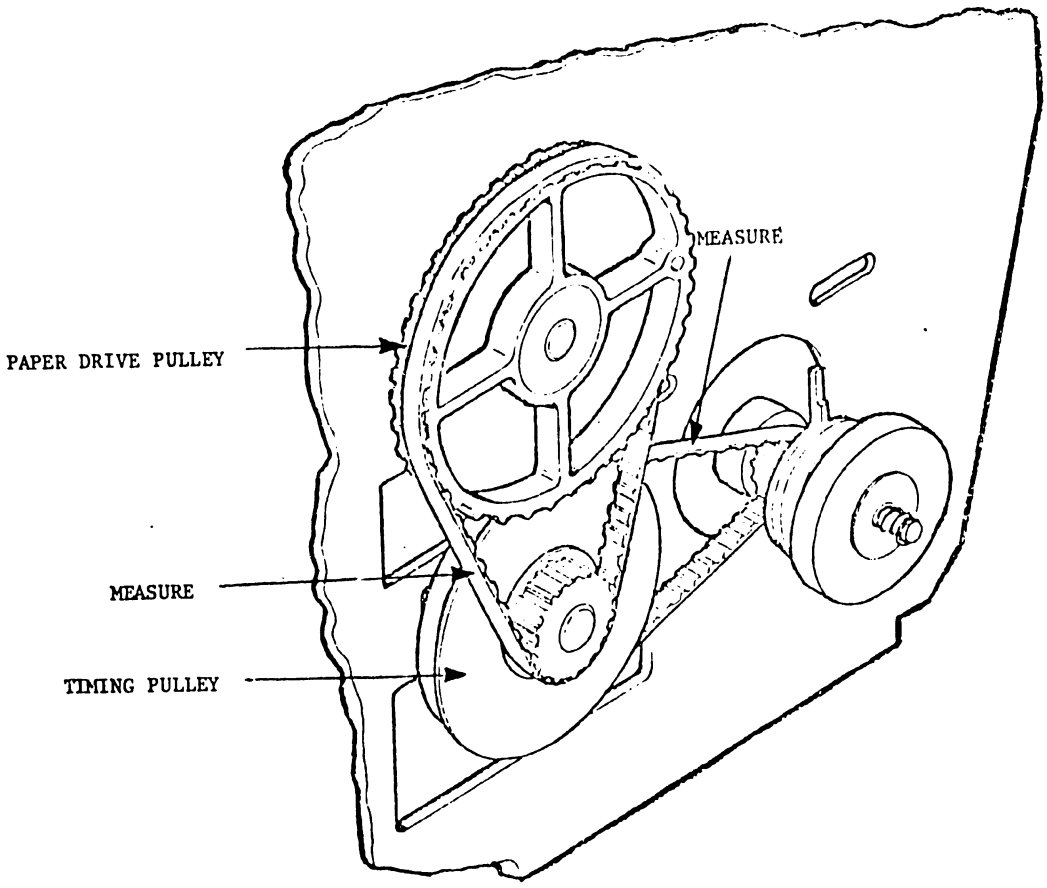

FIGURE 5-5 PAPER DRIVE ASSEMBLY
5.3.4 *PAPER DRIVE ASSEMBLY (FIGURE 5-5)*